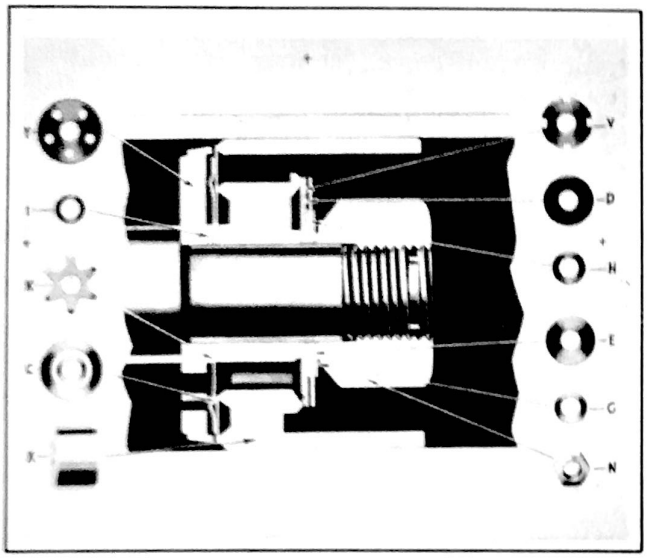

Figure 339 - Delco Shock Absorber Relief Valve Detail
plate (C) through holes in piston at (W) against metering washer (V). This Valve Assembly is known as a 2-Stage Valve, see Fig. 339. Metering washer (V) and spring disc (D) can be considered the 1st stage. Spring disc (E) and valve back plate (G) can be considered the 2nd stage.
VALVE DISASSEMBLY, DELCO SHOCK ABSORBER, FRONT AND REAR. Remove piston nut (N), Fig. 339, back plate (G), relief valve disc (E), spacing disc (H), relief valve disc (D), metering washer (V), piston (X), intake valve plate (C), star spring (K), spacer washer (I) and valve washer (Y).
Check valve assembly to see that the parts are thoroughly clean and in correct relation to each other as shown in Fig. 339
Install piston and valve parts on piston rod in the reverse order from which they were removed, and exactly as shown in Fig. 339 and 341. Be sure the marks previously made on the piston and rod line up in order to insure free operation, and that valves and washers face in the proper direction.